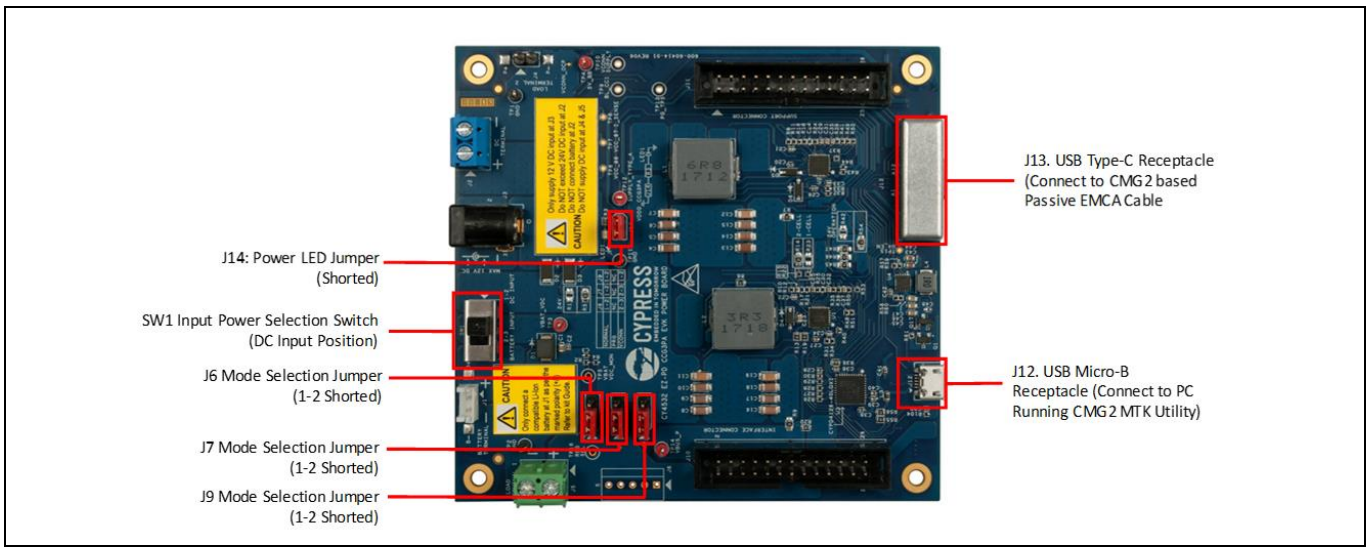

**Figure 20 CY4532 EZ-PD™ CCG3PA EVK power board jumper settings**
2. Carefully unmount the CCG3PA main board from the power board if already mounted. Ensure that the jumper settings on the CY4532 EZ-PD™ CCG3PA EVK power board are, as shown in Figure 20.